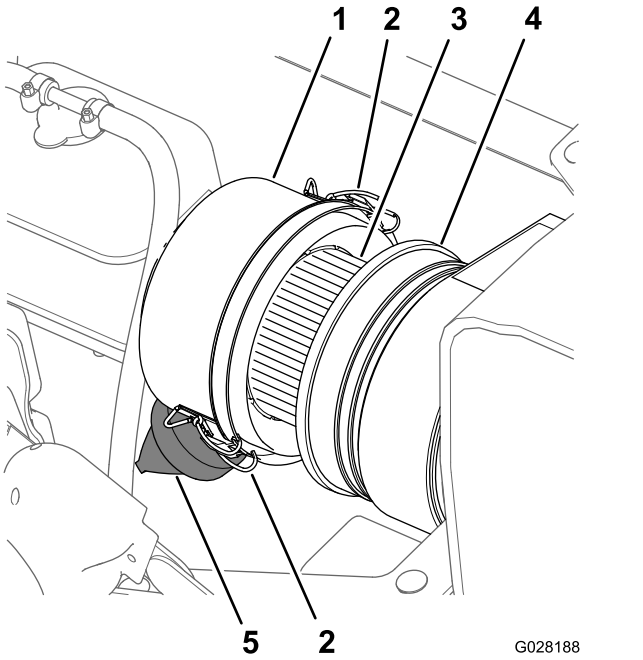

図 71
3. エアクリーナのボディーとダストキャップをきれいに拭く図 71。
4. エアクリーナ本体にリーク原因となる傷がないか点検する図 71。
5. ダストバルブをもんで、内部のごみを除去する図 71。
7. エアフィルタのエレメントが汚れすぎていないか点検する図 71。
8. エアクリーナのボディーにダストキャップを取り付け、ラッチ2個で固定する図 71。
2. エアクリーナのボディーとダストキャップをきれいに拭く図 71。
6. ぬれたウェスを使って、ダストキャップ、エアクリーナのボディ、ダストバルブの内部をきれいに清掃する図 71 と 図 72。